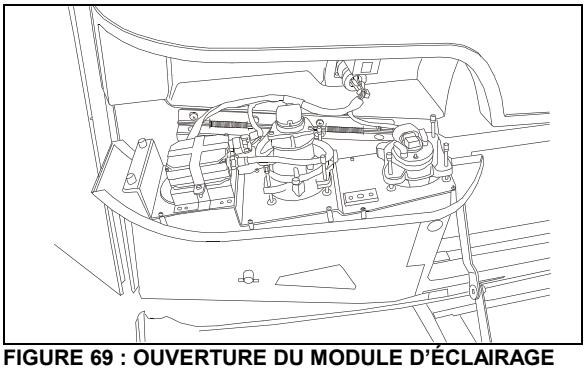

FIGURE 69 : OUVERTURE DU MODULE D'ÉCLAIRAGE AVANT
L'orientation horizontale et verticale de chaque projecteur est effectuée par deux vis de réglage qui font pivoter le projecteur dans le module (Figure 69). Il n'y a pas de réglage de mise au point, car le projecteur est réglé à l'usine.
2. Retirer la vis de fixation du module d'éclairage avant, puis abaisser le module d'éclairage avant (Figure 69).